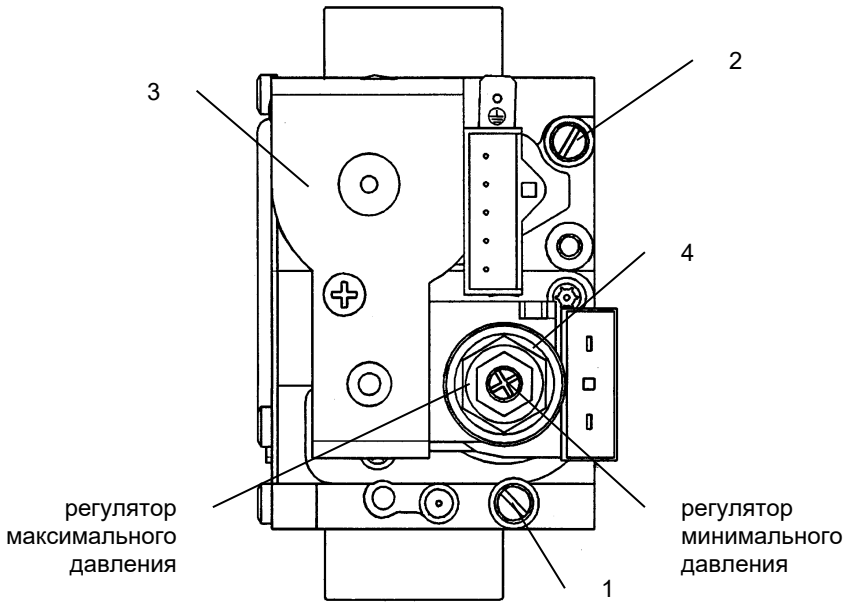

Рис. 32: Клапан SIT SIGMA 845
- Открутить винт на штуцере 1 (рис. 32) и присоединить к штуцеру 1 манометр.
- Проверить давление газа на горелке согласно таблице 3 для соответствующей модели котла и соответствующего типа газа. При необходимости снять крышку модулятора и поворачивать латунное кольцо (позиция 4, рис.32) до достижения давления, указанного в таблице 3 для соответствующей модели котла и соответствующего типа газа.